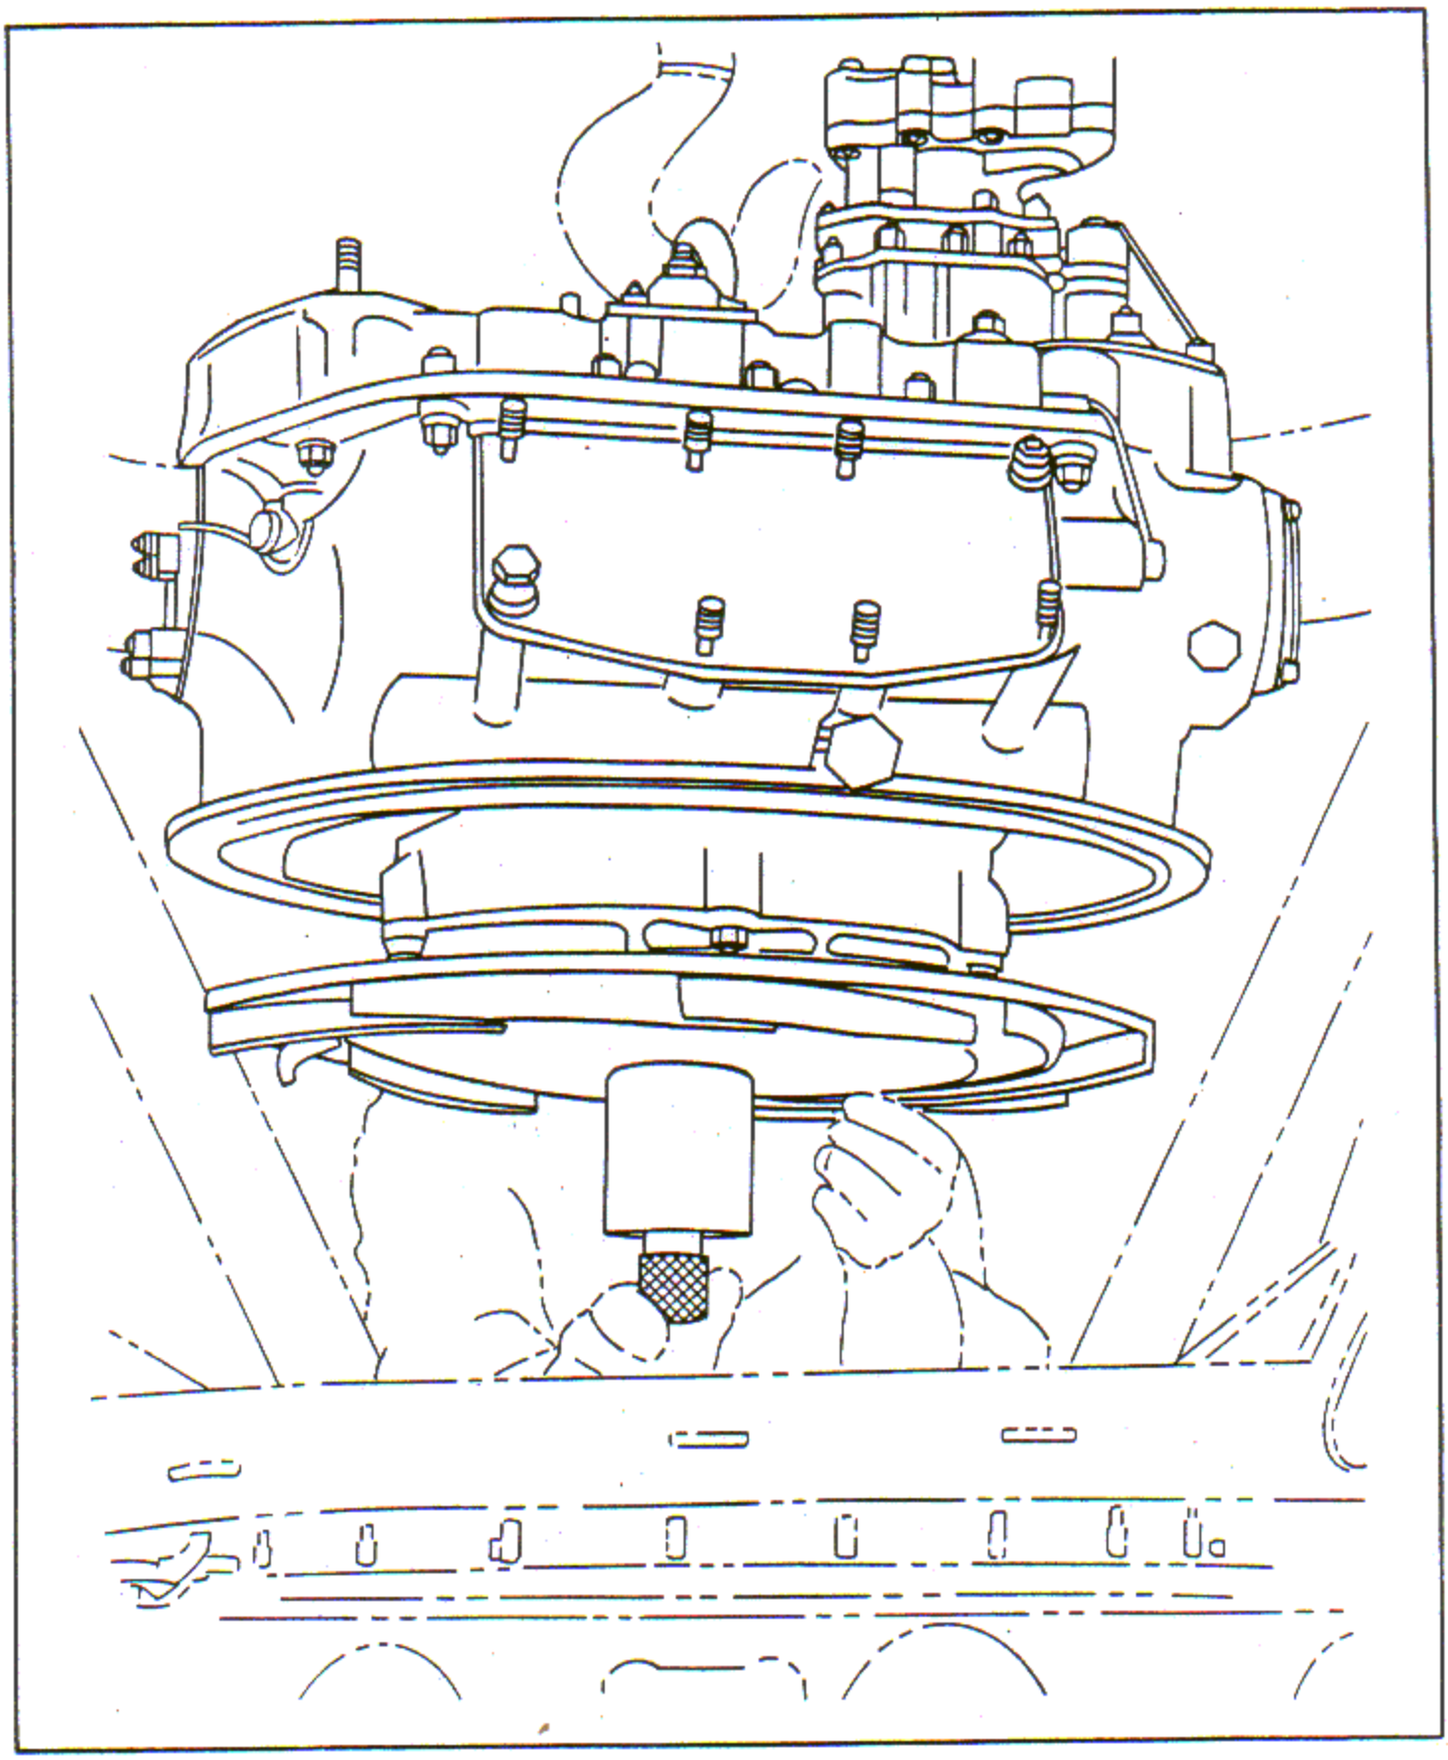

Figure 8-22. Aligning Impeller Front Oil Seal Rings
b. Coat the impeller shaft oil seal front sleeve with Federal Specification TT-A-580a, anti-seize compound. Stagger the ring gaps 180 degrees and center the rings using aligning tool shown in figure 8-22. Remove the tool.